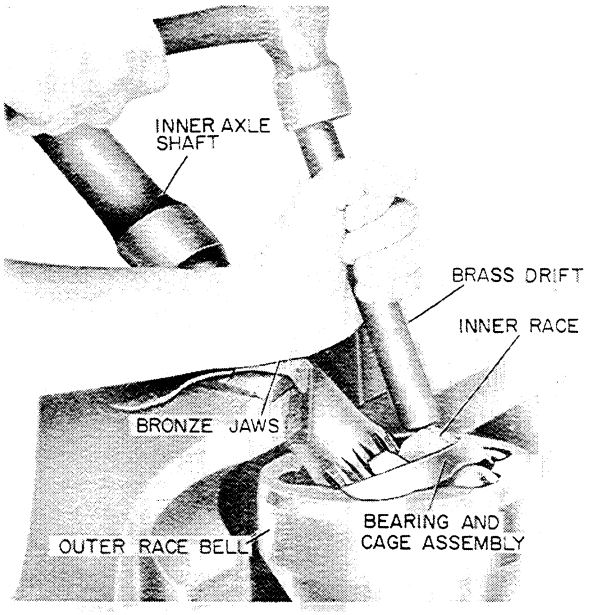

Figure U-30
4. Clamp the inner axle shaft into a bronze jawed vise with the outer race bell in a downward position, Figure U-30.
5. Drive the outer race bell, bearing and cage assembly off the axle shaft, Figure U-30, using a brass drift against the end of the inner race, Figure U-30.